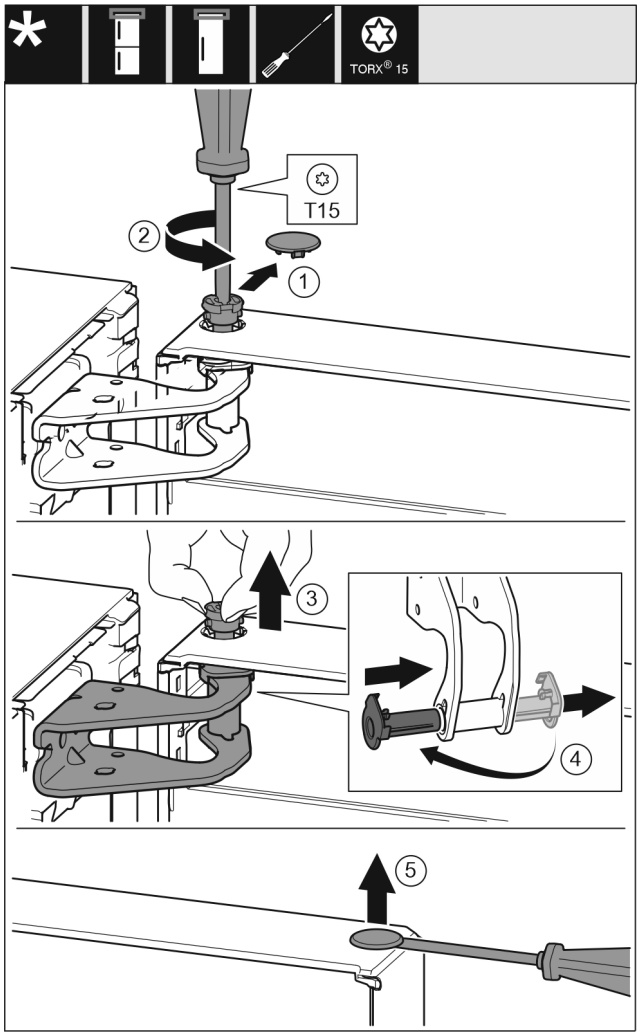

Fig. 7
▶ Осторожно снимите предохранительную крышку. *Fig. 7 (1)*
▶ Немного выкрутите палец отверткой T15. *Fig. 7 (2)*
▶ Удерживая дверь, извлеките палец вручную. *Fig. 7 (3)*
▶ Опорную втулку вытяните из направляющей. Установите и зафиксируйте с другой стороны. *Fig. 7 (4)*
▶ Осторожно приподнимите и извлеките при помощи шлицевой отвертки заглушку из опорной втулки двери. *Fig. 7 (5)*